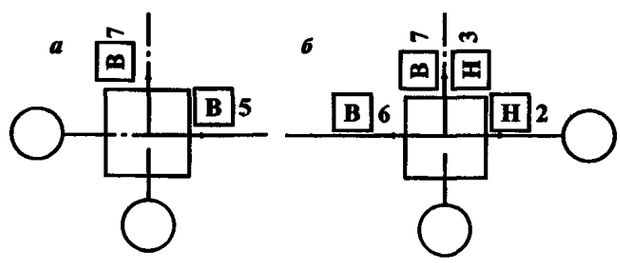

Рис. 3. Примеры указания действительных отклонений осей элементов от разбивочных осей на плане: *а* – сваи; *б* – колонны
2.6.5. Действительные отклонения осей элементов от разбивочных осей на планах показываются стрелками, направленными в сторону отклонения, и расположенным рядом числовым значением отклонения. При этом перед действительными числовыми значениями отклонений помещается в прямоугольной рамке буква «В» для верхнего сечения или буква «Н» для нижнего сечения элемента (рис. 3).